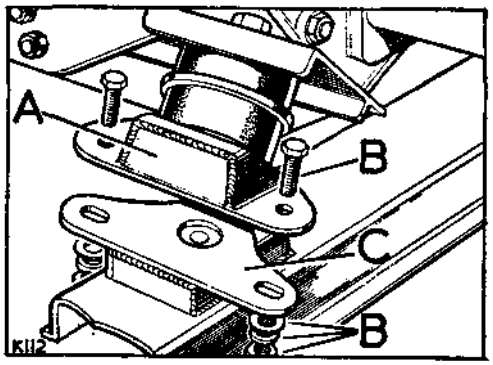

**Fig. C1-49. Gearbox rear mountings**
9. Remove the support block from between the flywheel housing and the chassis, and secure the gearbox rear mountings, see Fig. C1-49.